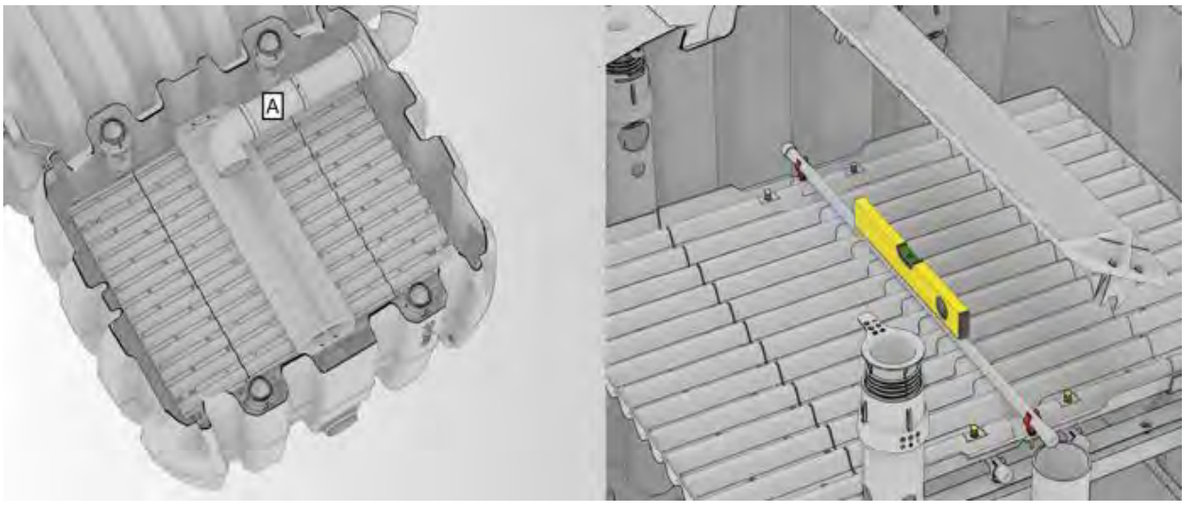

Fig. 41: Contrôler l'alignement de l'auget basculant et la planéité de son axe de support avec un niveau à bulles
1. Contrôler que le système de répartition est correctement aligné par rapport à la conduite de trop-plein (A).
- ➔ L'axe médian de l'auget basculant doit se trouver aligné sur la conduite de trop-plein (A).
- ➔ Si nécessaire, ajuster la position de la conduite de trop-plein (A).
3. Poser un niveau à bulle dans le sens transversal sur l'axe de support de l'auget basculant (voir *Fig. 41*).